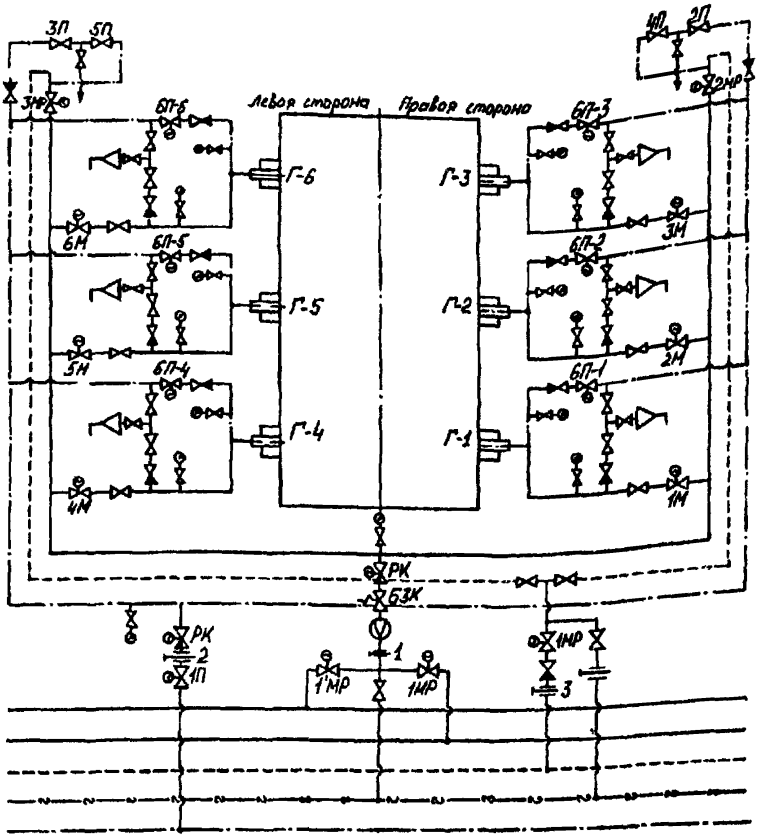

Рис. 2. Схема паромазутопроводов водогрейного котла КВГМ-180-150:
2.1.17.2. Проверьте закрытие всех вентилей и наличие всех заглушек на линии подачи пара в мазутопровод котла и на линии в дренажный коллектор (рис. 2).
2.1.17.4. Соберите схему мазутопроводов и паропроводов котла (см. рис. 2), для чего: